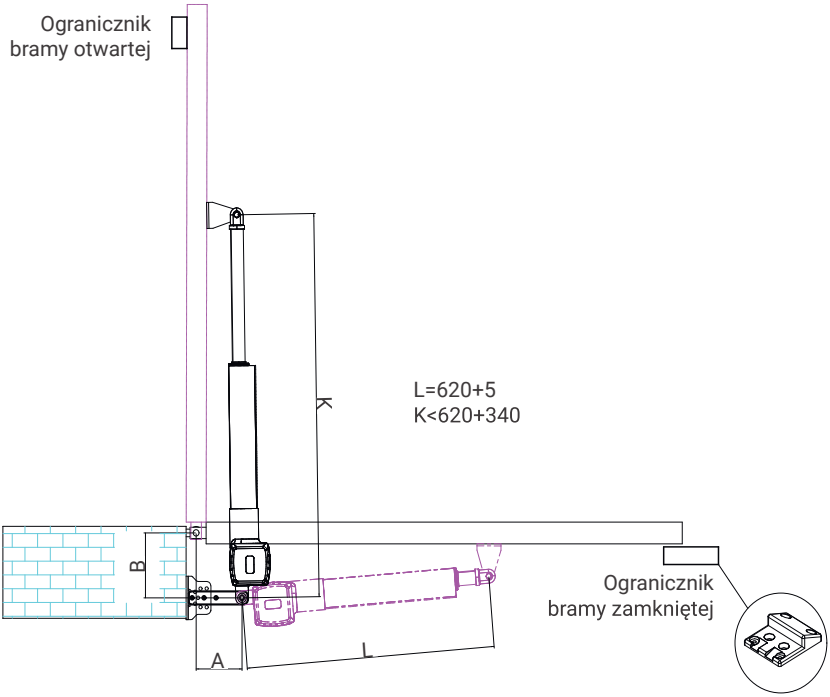

Rys. 10
1. Gdy brama otwiera się na zewnątrz, powinien być zamontowany ogranicznik bramy otwartej oraz bramy zamkniętej (Rys. 10), aby brama zatrzymywała się w położeniach krańcowych.